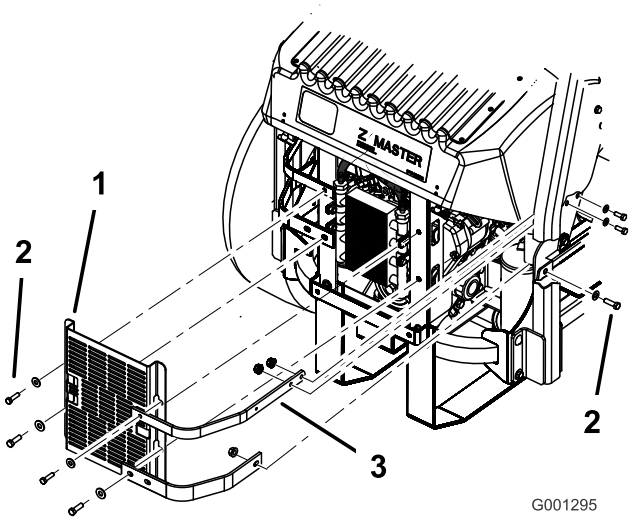

Figur 60
3. Fjern de fire boltene som fester oljekjølervernet til den bakre rammen (Figur 60).
4. Fjern de tre boltene som fester motorstroppene til maskinens side (Figur 60).
12. Fest oljekjølerdekselset og motorstroppene til bakrammen med de fire boltene du fjernet tidligere (Figur 60).
13. Fest motorstroppene til siden av maskinen (Figur 60).